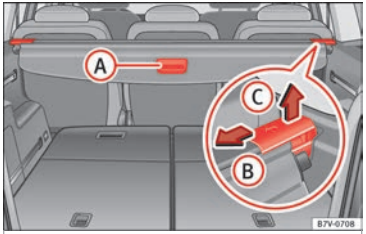

Afb. 164 In de bagageruimte: hoedenplank van bagageruimte.
- Trek de greep van de hoedenplank ››› **afb. 164** (A) een klein beetje naar achteren.
- Ontgrendel de hoedenplank in de richting van de pijl ››› **afb. 164** (B).
- Druk de hoedenplank in de richting van de pijl ››› **afb. 164** (B).
- Ontgrendel de hoedenplank in de richting van de pijl ››› **afb. 164** (B) en til de hoedenplank in de richting van de pijl (C) op.